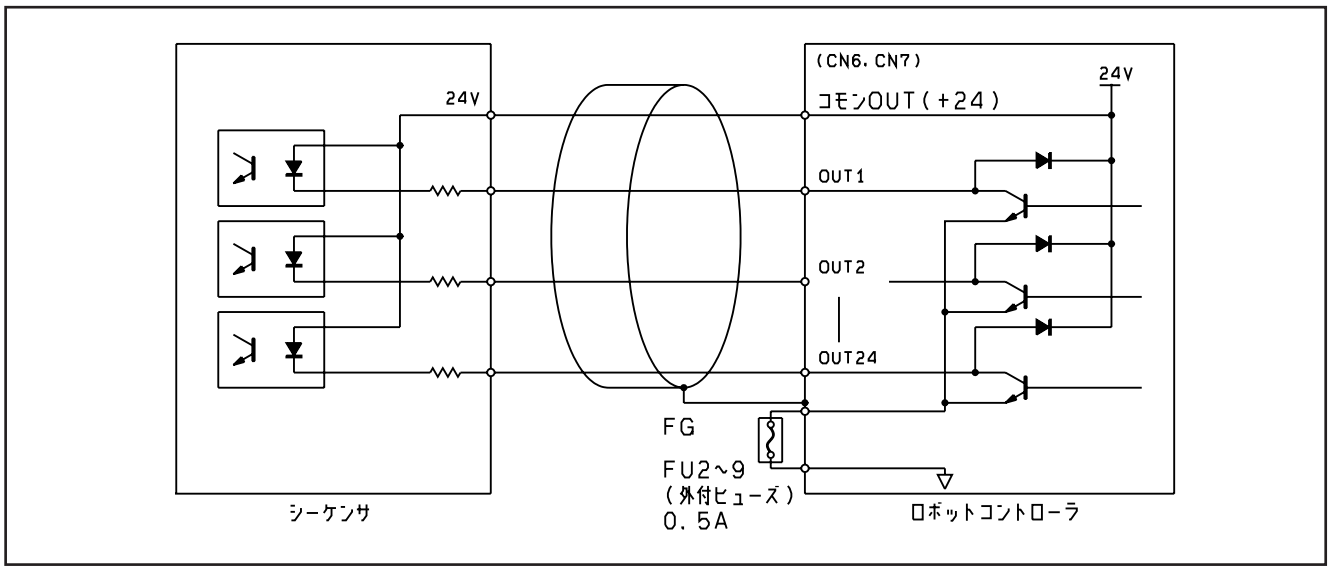

図５－51　出力回路
③シーケンサへ接続する場合、ロボットコントローラからの電源を使用しますので、電源を内蔵していない入力カードを用意してください。
④使用するケーブルは外部ノイズからの保護のため、多芯シールド線を使用し、ロボットコントローラ側で接地してください。
4.2.3　汎用・専用出力回路　　コントローラの出力回路を図５－51に示します。